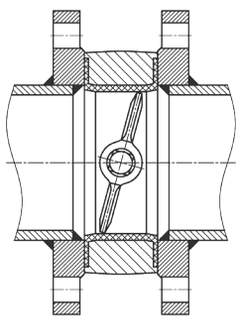
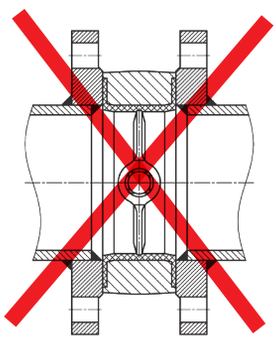

Рис. 2
Рис. 3
3. Перед монтажом проверить, чтобы диск затвора был повернут от закрытого положения на 10˚ - 15˚ (Рис. 2). Установка затвора при закрытом положении диска приводит к значительным напряжениям в резиновом вкладыше, что в свою очередь увеличивает крутящий момент, необходимый для открытия затвора, и уменьшает срок службы резинового вкладыша. (Рис. 3)